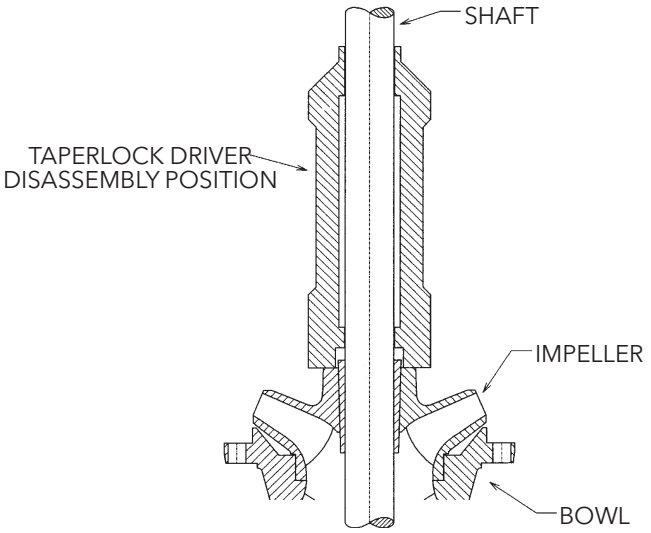

***Figure 20***
3. Pull shaft out as far as possible and strike the hub of the impeller by taperlock driver, or equivalent, until the impeller is off the taperlock (See Figure 20).